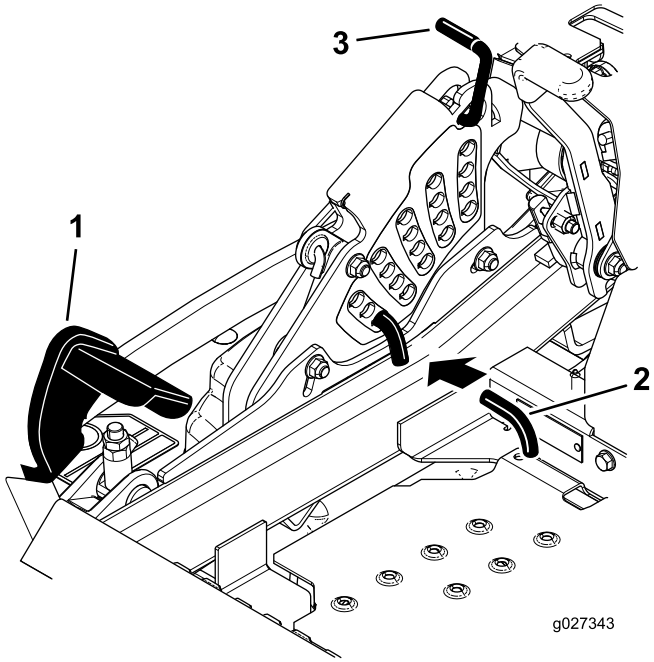

Figur 92
5. Tråkk løftepedalen for klippeenheten helt ned for å heve den til transportstillingen på 14 cm (Figur 92).